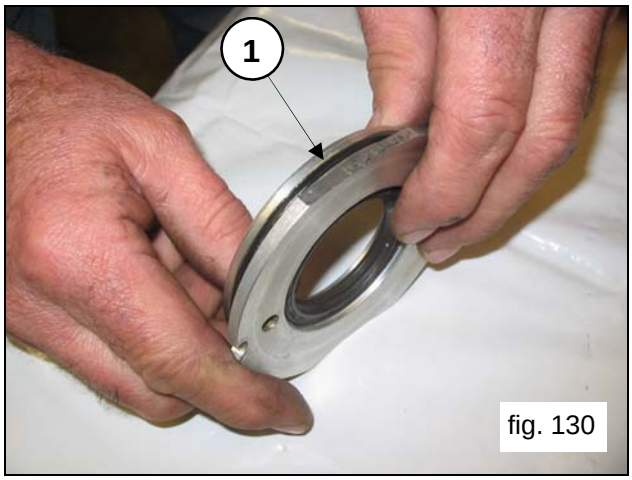
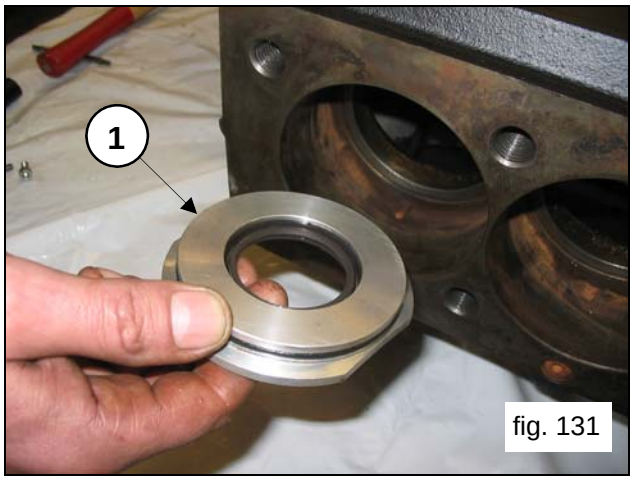

fig. 130
fig. 131
Position the O-Ring (pos.①, fig.130) in its seat on the oil seal cover, and insert the assembled unit inside the crankcase in the apposite space (pos.①, fig.131).